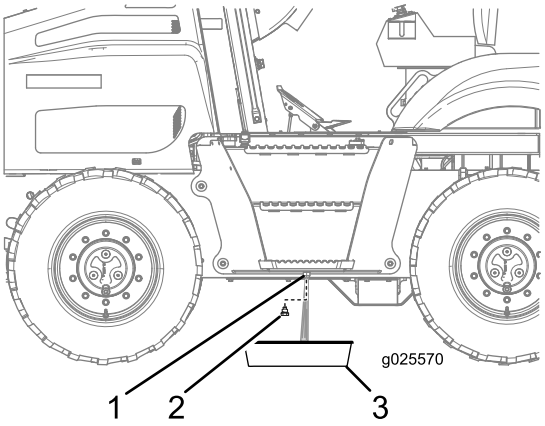

Bild 70
3. Schrauben Sie die Ablassschraube aus dem Kraftstofftank und lassen Sie das Wasser ab (Bild 70).
4. Wenn sauberer Kraftstoff austritt, setzen Sie die Ablassschraube ein und ziehen sie an (Bild 70).